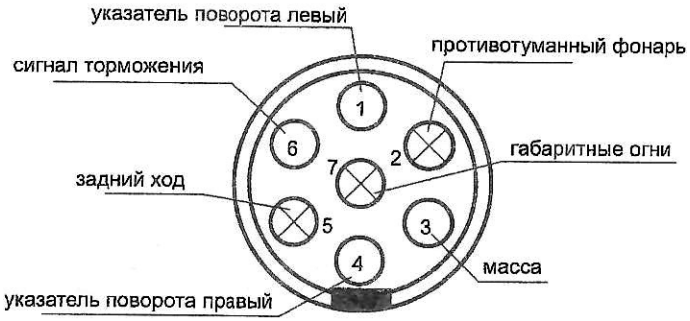

РИС. 2 СХЕМА ПОДКЛЮЧЕНИЯ ЭЛЕКТРООБОРУДОВАНИЯ
- подключить провода от клемм розетки к бортовой сети автомобиля в соответствии со схемой Рис.2 с помощью разветвителей проводов: